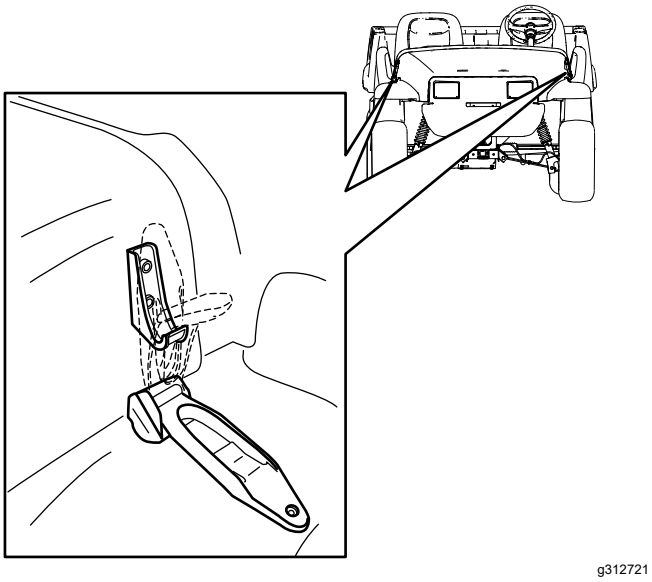

**Figur 21**
1. Løft gummilåsenes håndtag på hver side af motorhjelmen (Figur 21).
2. Fastgør motorhjelmen ved at placere gummilåsene på låseforankringerne på hver side af motorhjelmen (Figur 21).